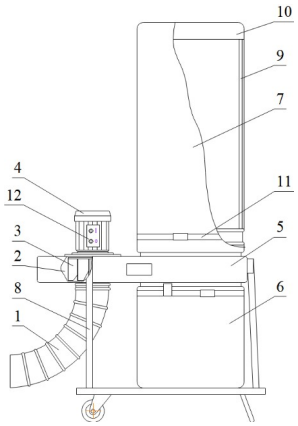

Рис. 5
5.2 Воздушный поток (см. рис.5) по воздуховоду 1 поступает в центральную часть улитки 2, где вращающееся рабочее колесо 3 приводимое в действие электродвигателем 4, ускоряет поток и вводит его в корпус 5.
6.2.3 Собрать Установку (рис.5).